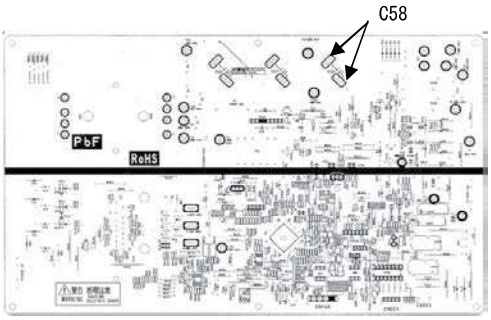

図３．電圧測定箇所
① 基板交換作業は電源を切って３分以上放置し、図３で示すコントロール基板部品面上のLED1（赤）が10秒以上消灯していることを確認してから実施してください。